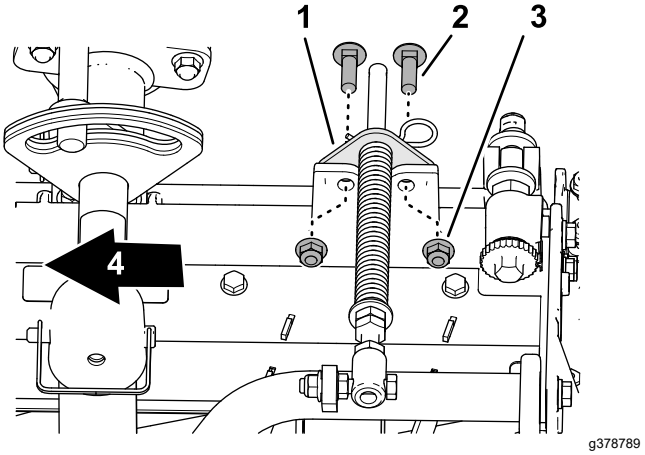

**Figuur 14**
5. Lijn de openingen in de gazoncompensatiebeugel uit met de openingen in het frame van de maai-eenheid (Figuur 14).